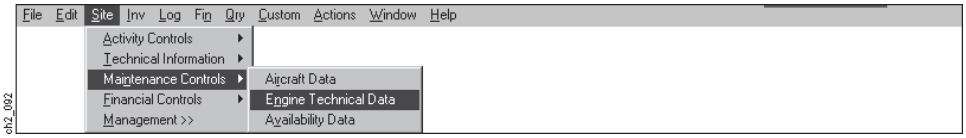

Figure 2-113
(3) **Step 3.** On the Maintenance Controls Submenu above (Figure 2-113), select the Engine Technical Data Option.